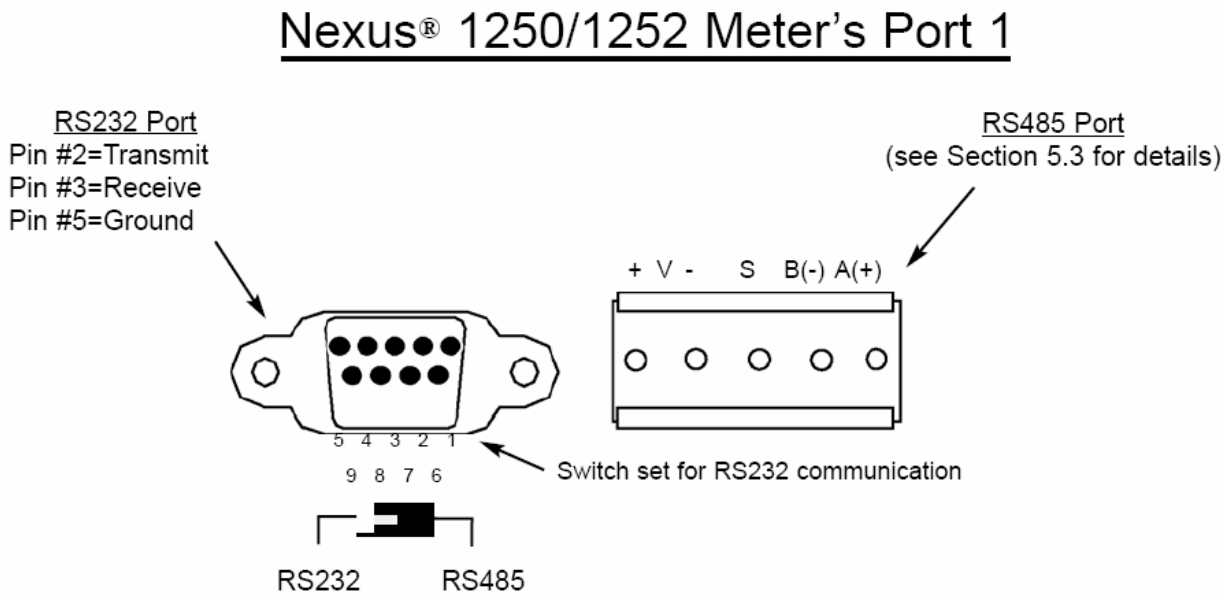

图 5.5：Nexus®1250/1252 仪表通讯口 1-RS232/RS485 通讯
- RS232 通讯口用于连接一台 Nexus®1250/1252 仪表到其它设备，例如计算机、RTU 或 PLC。通讯距离最远可达 50 英尺（15.2 米），可通过仪表的通讯口 1 通讯。用户必需通过一个拨动开关来切换到 RS232（见图 5.5）。
- RS485 通讯口用于连接多台 Nexus®1250/1252 仪表到本地或远方的其它设备。输出模块和 Nexus®显示器也通过 RS485 与 Nexus®仪表相连。所有的 RS485 口的通讯距离最远可达 4000 英尺（1220 米）。Nexus®1250/1252 仪表的通讯口 1~4 采用双绞线，波特率最高可达 115,200 bps。如果把通讯口 1 用于 RS485 通讯，必需通过一个拨动开关来切换到 RS485（见图 5.5）。
- 可以使用 Nexus®1250/1252 仪表的任意一个通讯口。如果使用通讯口 1，应把暴动开关拨到 RS485 一侧（见图 5.5）。
- 通过 Nexus®1250/1252 仪表的 RS485 通讯口 1~4。如果使用口 1，请把拨动开关打到 RS485 一侧（见图 5.5）。把仪表的 A(+)和 B(-)与主站的(+)和(-)连接，主站端需要使用跳线将两个(-)端短接，两个(+)端短接。RS485 通讯的最大长度为 4000 英尺（1219 米）。